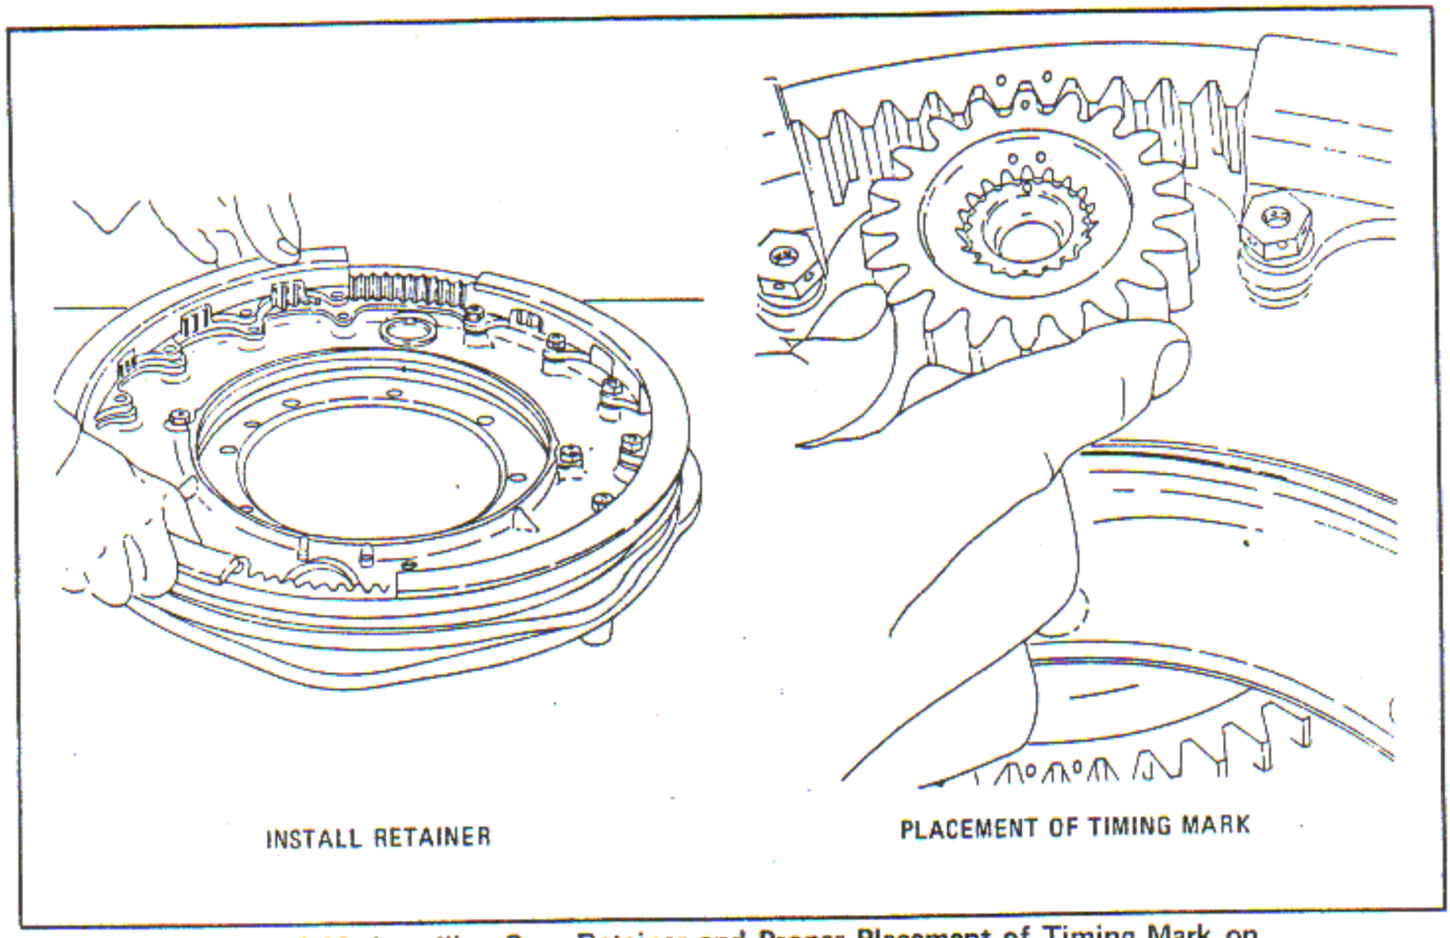

Figure 7-22. Installing Cam Retainer and Proper Placement of Timing Mark on Assembly (R1820-80 Series)
b. Lubricate the cam liberally with engine oil and locate it on the support. Position both halves of the retainer and secure the parts with washers and bolts. See figure 7-22. Place the cam and support assembly on fixture. Tighten and torque the bolts to 100 - 110 inch-pounds and lockwire the bolts in pairs. Remove the assembly from the fixture.